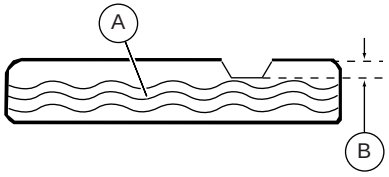

Figura 2-16. Agregue combustible recomendado
4. Consulte ***Figura 2-16***. Agregue lentamente el combustible recomendado (A). No llene en exceso (B).